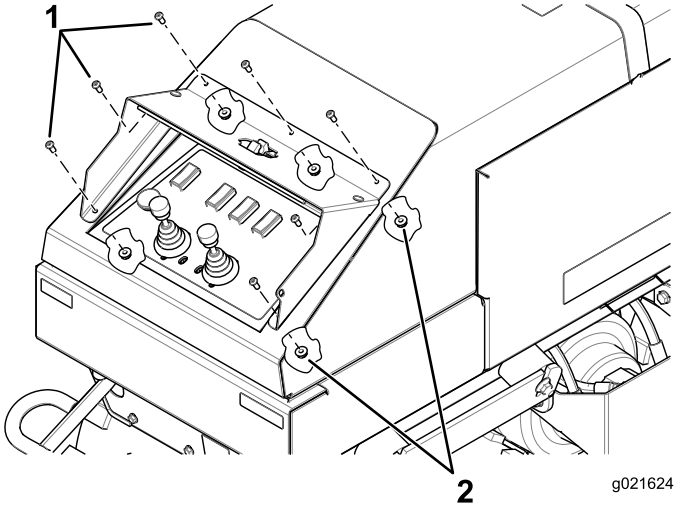

Figure 3
1. Install the cover to the rear hood with 7 hex-socket bolt (1/4 x 5/8 inches) and 7 flange nuts (1/4 inch) (Figure 3).